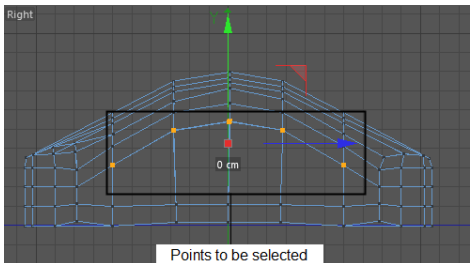

Figure 3-44 *The points to be selected*
33. Select the center points of *Computer mouse* using the 9 key, as shown in Figure 3-44.